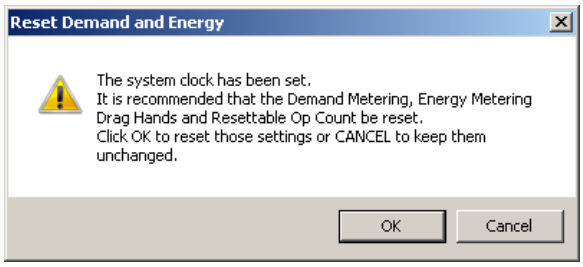

Figure 3-71 Reset Demand and Energy Warning Dialog Screen
6. If Control Clock was selected, then input the desired Date/Time, then select **Save**. TapTalk will respond with a Reset Demand and Energy warning screen (Figure 3-71).